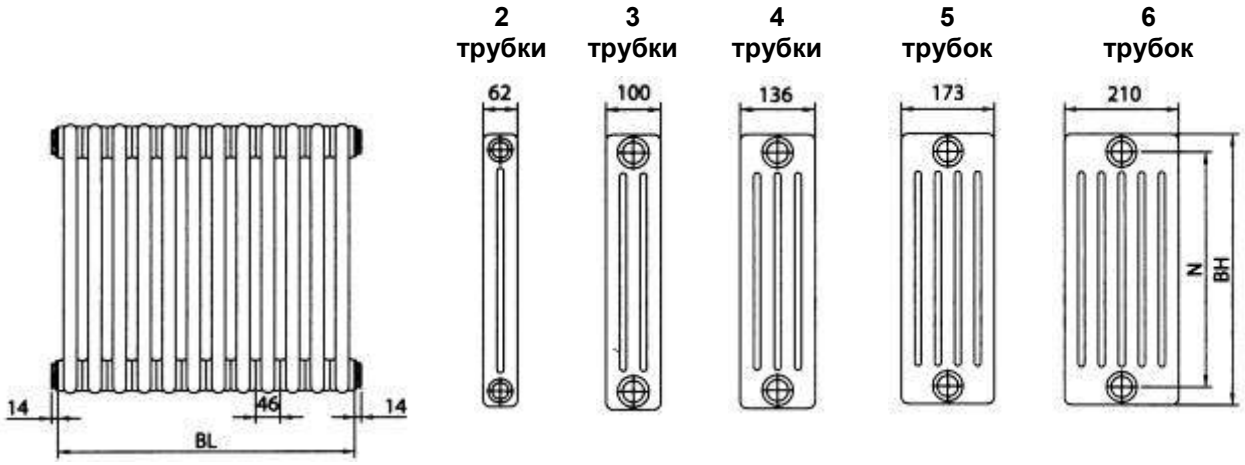

Рис. 1.2. Номенклатурный ряд радиаторов «Zehnder Charleston»
1.5. Номенклатура радиаторов «Zehnder Charleston» и **«**Zehnder Charleston Completto» представлена на рис. 1.2 и 1.3 и в табл. 1.1.